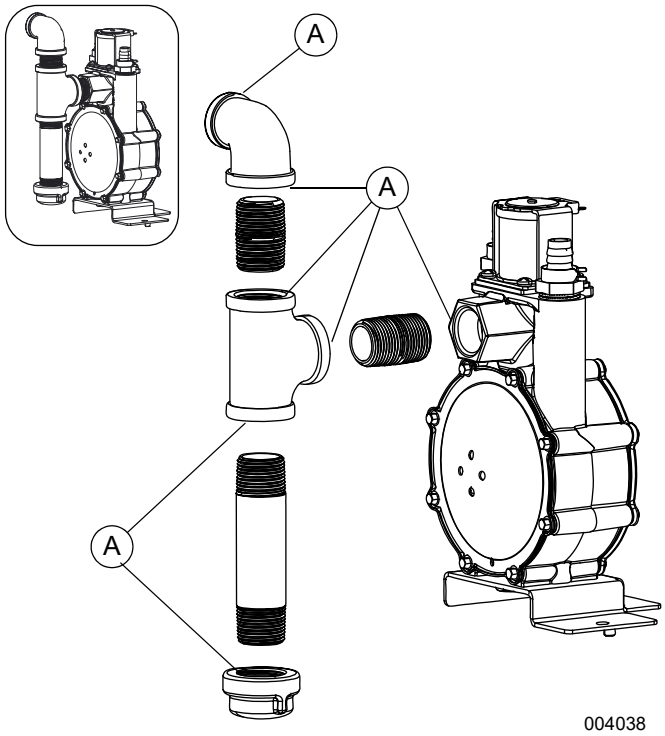

Figure 4-11. Connection Points to Leak Check
See ***Figure 4-11***. Perform a final fuel system leak test after generator installation. The test will identify possible leaks at all connection points (A).